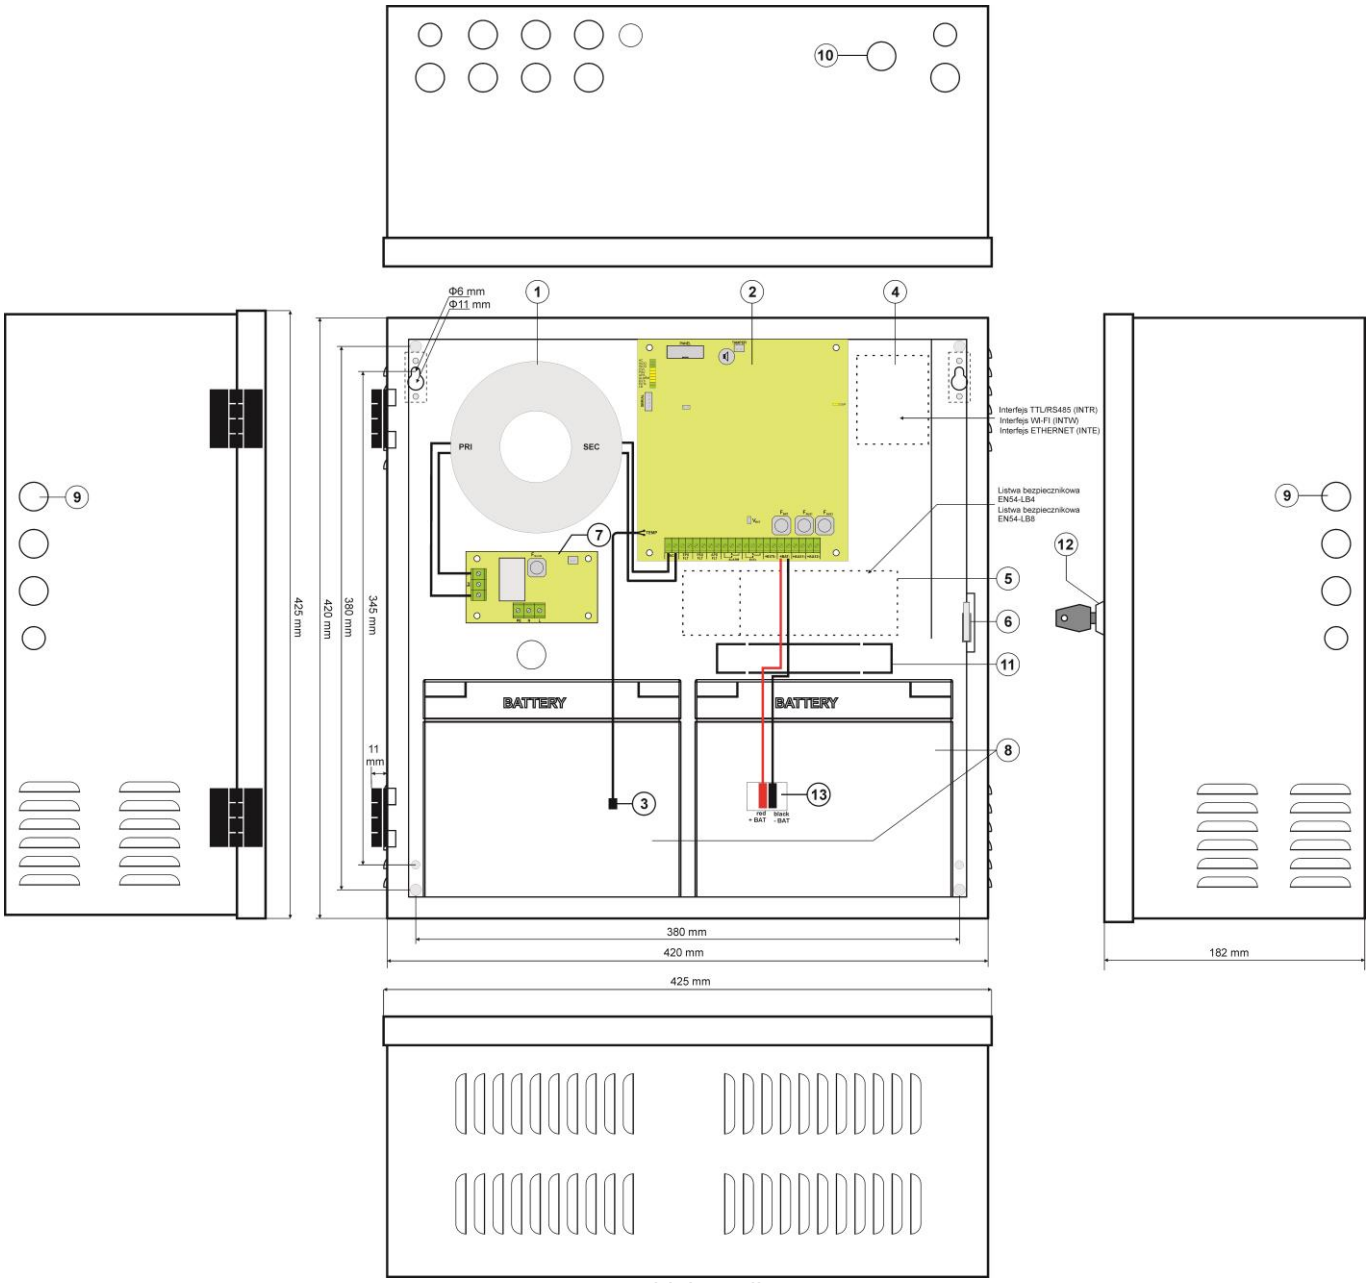

Rys.4. Widok zasilacza.
Tabela 3. Elementy zasilacza (rys. 4).
5. Zamontować akumulatory w wyznaczonym miejscu obudowy (rys. 4). Wykonać połączenia między akumulatorami a płytą zasilacza zwracając szczególną uwagę na zachowanie odpowiedniej biegunowości. Akumulatory należy połączyć szeregowo wykorzystując do tego specjalny przewód znajdujący się na wyposażeniu zasilacza.